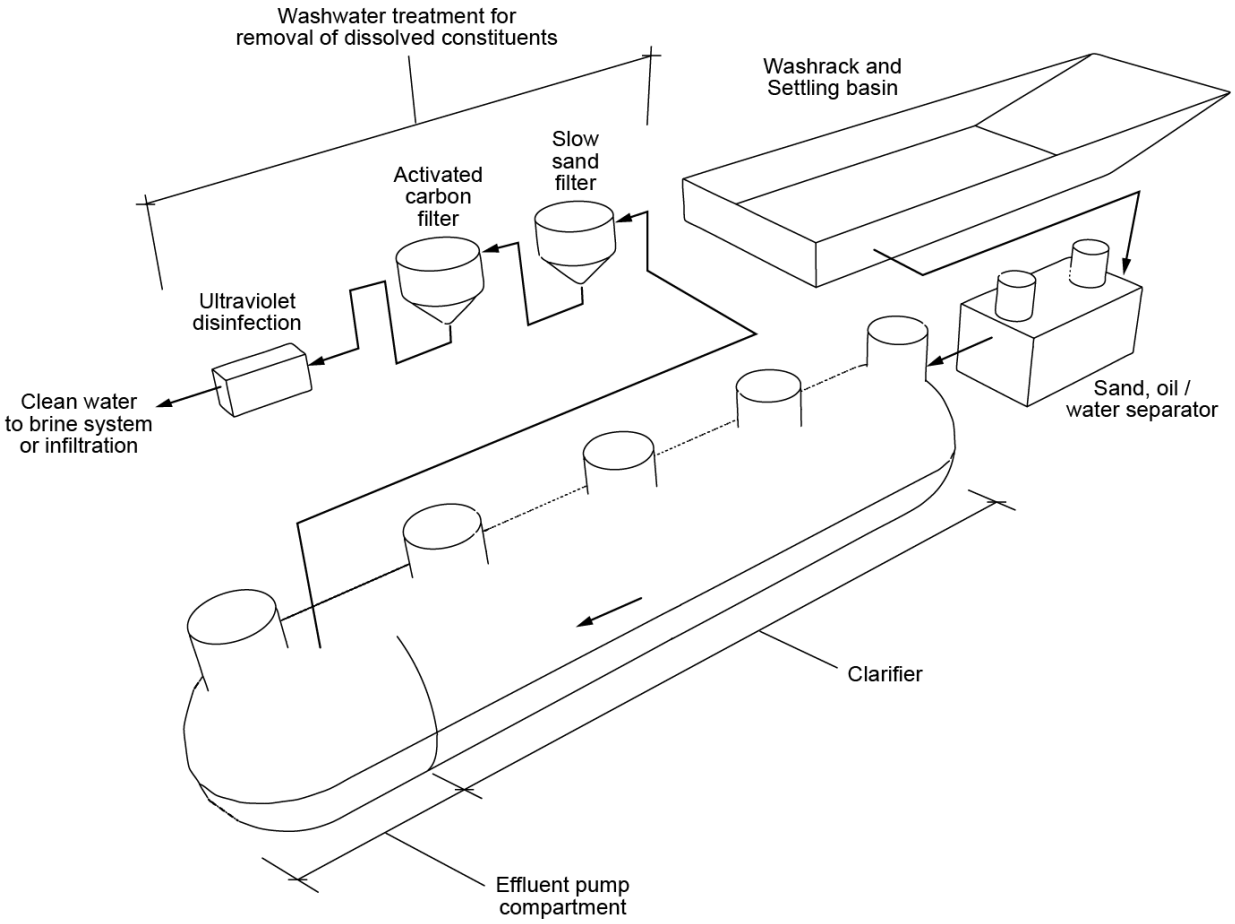

Figure 1-1
The cleaning of equipment at highway maintenance stations (HMS) results in the production of a waste wash water (WWW) that must be treated before it can be discharged to the environment or reuse. A low tech and easy to maintain process, described in this manual, has been developed specifically for this WWW (see Fig. 1-1). To ensure long-term reliable performance of the WWW treatment system (WWWTS), the following start-up, operation, and maintenance manual has been prepared. In this section, a brief introduction to the WWWTS and the primary system components is presented. For additional assistance on the information and instructions found in this manual, contact Water and Wastewater Branch staff in the Division of Engineering Services at (916) 227-8526.